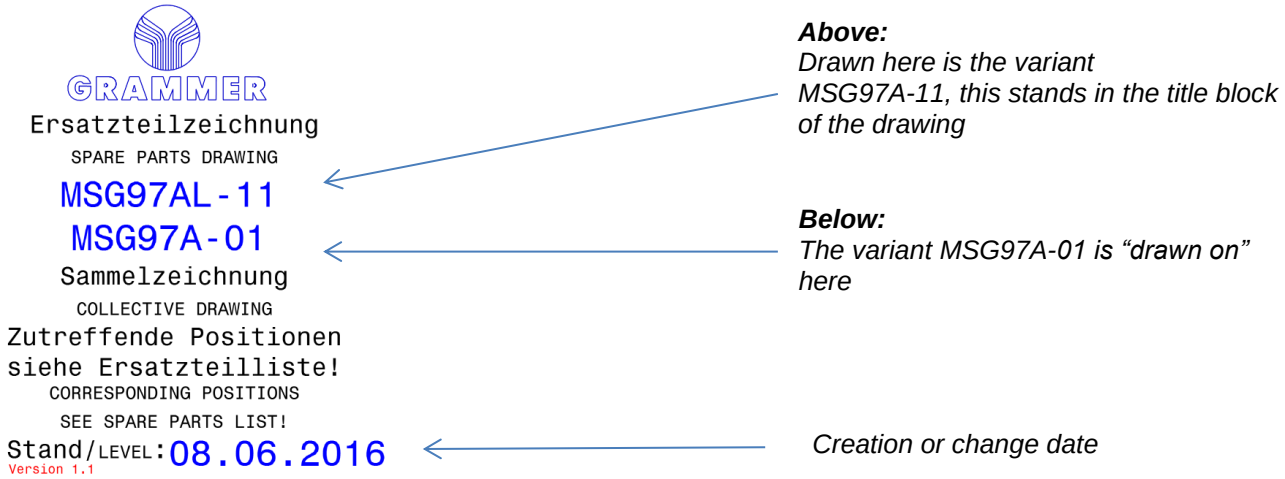

Figure 2.9.1
- Enter drawing number(s) (see *Figure 2.9.1*)
- Enter validity period (see *Figure 2.9.1*) **ONLY** on drawings of the **Offroad** product range.